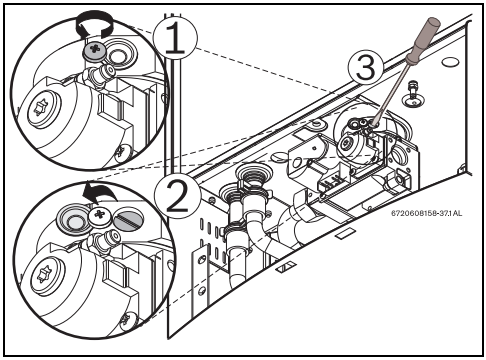

Рис. 44 Регулировка уровня P1 CO_2
- Ослабьте желтый окрашенный винт с крестообразной головкой (Рис. 44 , поз. 1), и крышка должна откинуться вниз (Рис. 44 , поз. 2), открывая утопленный латунный шлицевой винт (Рис. 44 , поз. 3).
- Верните крышку шлицевого винта в исходное положение и затяните винт с крестообразной головкой, Рис. 44 .